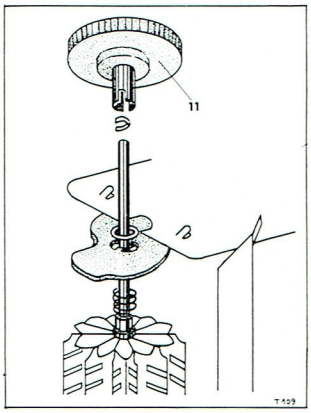

fig. 17
1° Mettre en place sur l'axe du barillet du rotacteur le pignon (11) comportant le canon fendu en laiton. Engager avec précaution les deux fentes du canon dans les deux ergots du rotor du condensateur « réglage fin » (fig. 17).